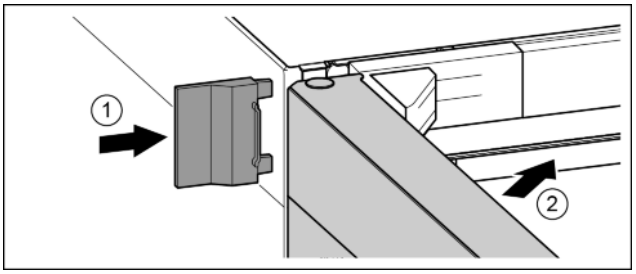

Fig. 21
- ▶ Slide on the external cover. *Fig. 21 (1)*
- ▶ Close the upper door. *Fig. 21 (2)*